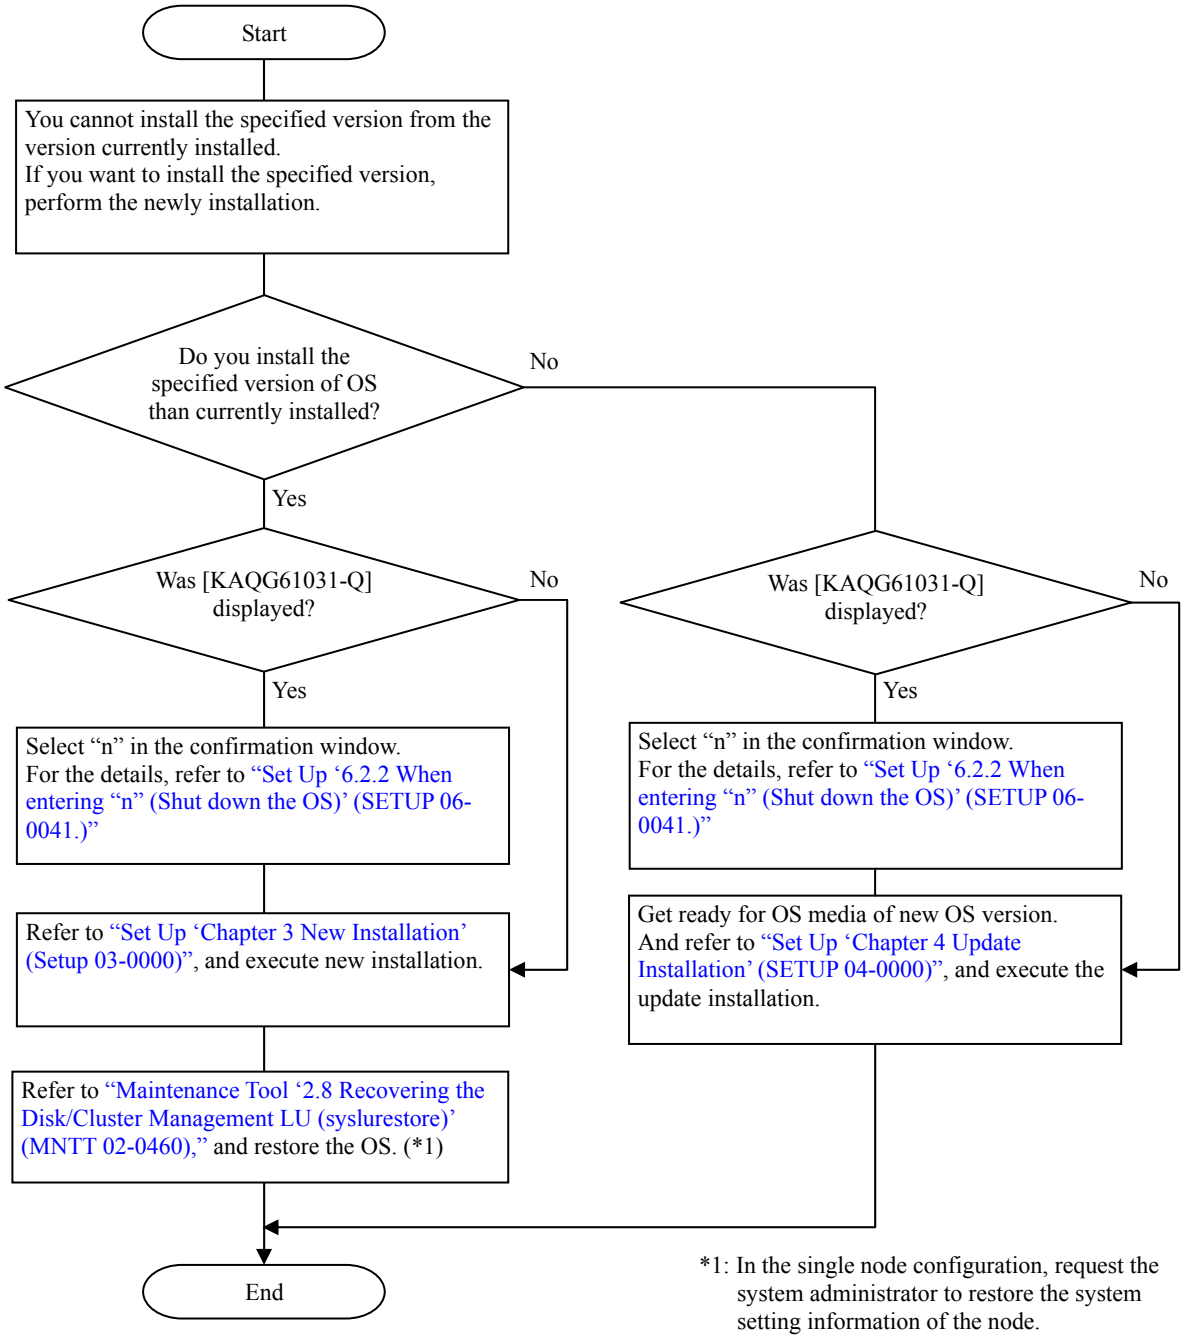

Figure C.2.1-5 Flow of Diagnosis when Checking the Version during Update Installation
(5) Figure C.2.1-5 shows the flowchart when message IDs described in Table C.2.1-5 are output by the version check during update installation.